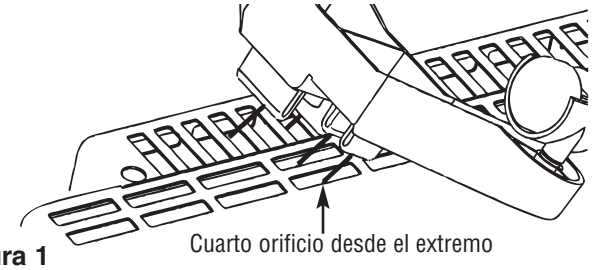

Figura 1
1. Si el calefactor se va a utilizar como unidad **portátil**, deben colocársele las patas de soporte. Retire las dos patas de la caja de accesorios. Coloque el calefactor en el piso e inserte las dos patas en los agujeros rectangulares de los lados izquierdo y derecho, cerca de los extremos del fondo del calefactor; asegúrese de colocar los 4 clips de cada pata en los agujeros (vea la Figura 1). Presione firmemente para que encajen bien en su posición (un destornillador plano pequeño puede ser necesario caber los clips). Después de acomodar ambos lados coloque el calefactor en posición vertical sobre las ruedas, y póngalo en FUNCIONAMIENTO.